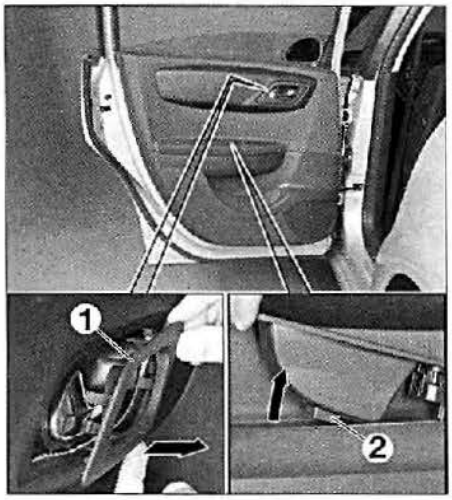

FIG. 49
• Desmontar el marco de empuñadura interior (1) **(fig. 49).**
• Desmontar el tornillo de fijación (2), y desmontar el conjunto de mando de elevalunas.